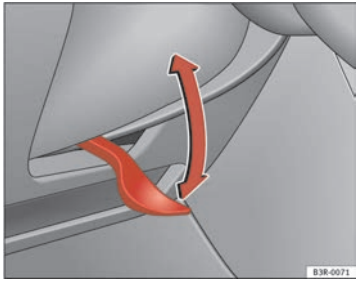

Fig. 134 Lever beneath steering column
– Push the lever ⇒ fig. 134 down ⇒ ⚠.